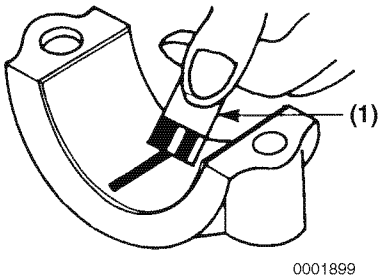

Figure 6-102
(f) Compare the width of the flattened PLASTIGAGE to the graduation marks on the package **(Figure 6-102, (1))**. The mark that most closely matches the width of the flattened PLASTIGAGE will indicate the bearing oil clearance.